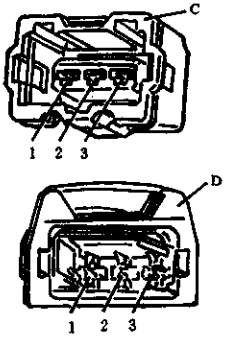

图 3—48
②若电压值符合要求，则将导线连接器插到分电器上并在把电压表接到其针脚 1 和 2 上后转动发动机曲轴，直到图 3—49 所示窗状开口在霍尔传感器之外，此时表的读数应不低于 4V；